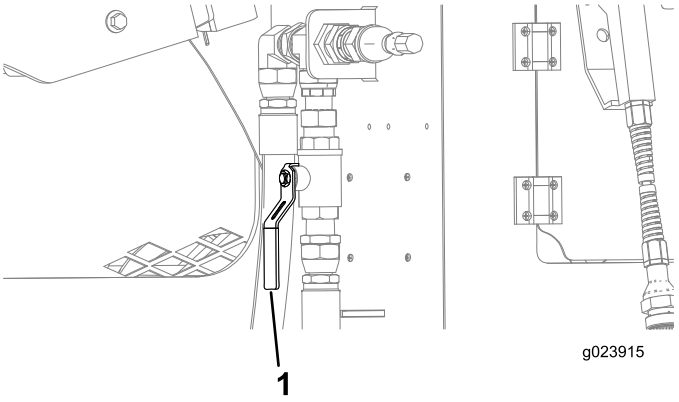

Rysunek 128
B. Otworzyć zawór w pobliżu tylnego przedziału (Rysunek 128).